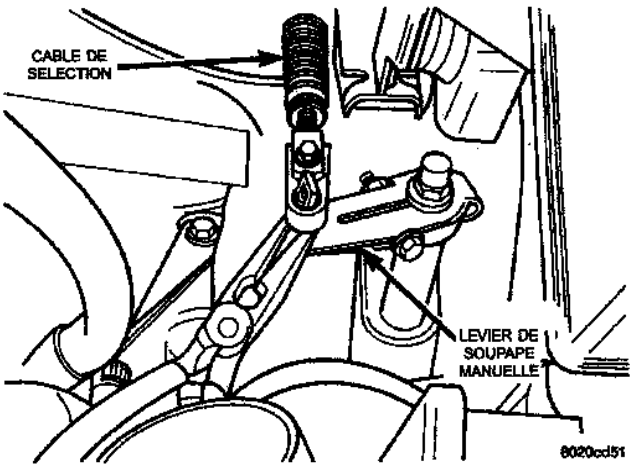

*Fig. 36 Timonerie de sélection au levier de soupape manuelle*
(1) Déconnecter le câble négatif de la batterie.
(2) Déposer le conduit de l'épurateur d'air. Déconnecter la timonerie de sélection de la boîte-pont au levier de soupape manuelle (Fig. 36).